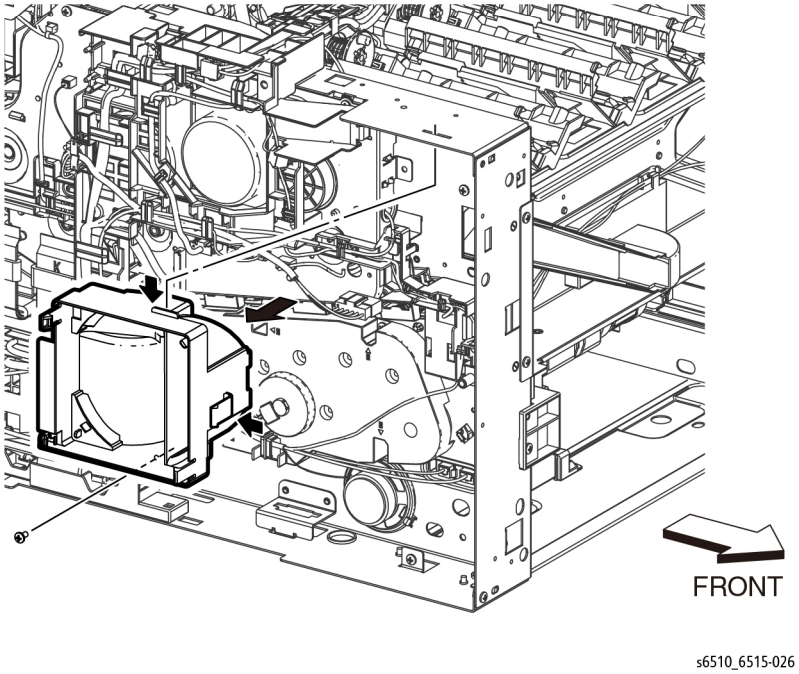

Figure 1 Remove the Main Fan Duct
3. Remove the screws from the LVPS Board and Plate to expose the screw attaching the Main Fan Duct shown in Figure 1. If you are removing only the Main Fan Duct, it is not necessary to remove the LVPS Board or Plate.
4. Refer to Figure 1 to remove one screw (silver, M3x6mm) attaching the Main Fan Duct.